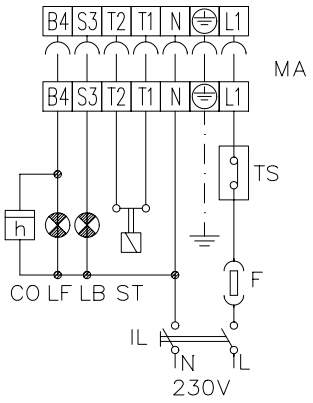

Fig. 16
- Realizar las conexiones eléctricas en el conector de alimentación respetando el esquema indicado en la Fig. 16.